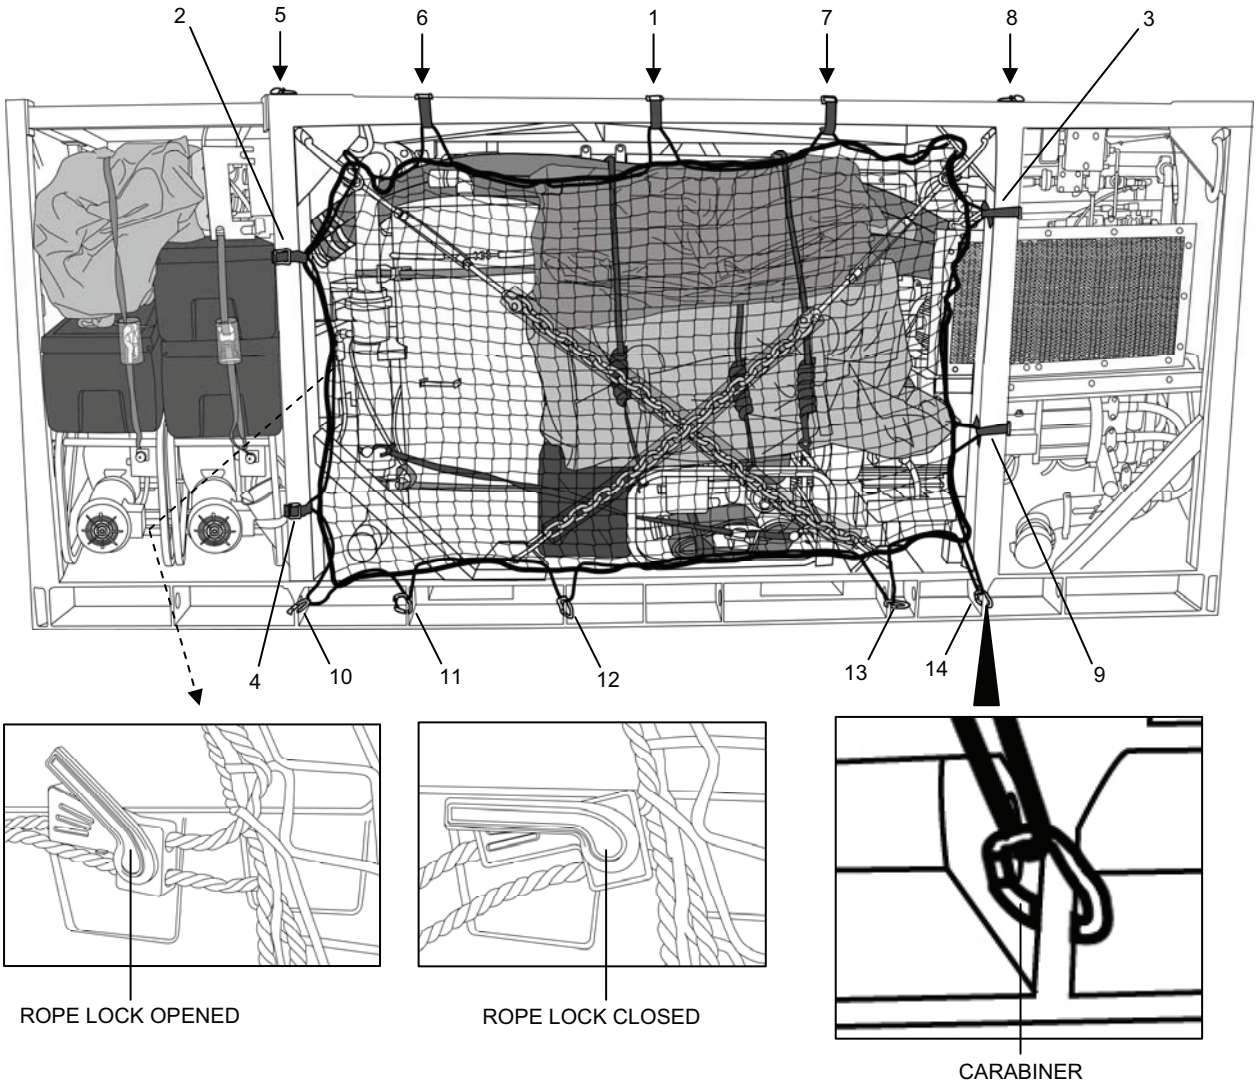

Figure 26. Front Cargo Net Storage Installation.
3. Install the cargo net in front of the equipment area as follows (Figure 26):
a. Open the larger of the two cargo nets and secure the buckled straps (1), (2) and (3) to the TWPS frame in order.